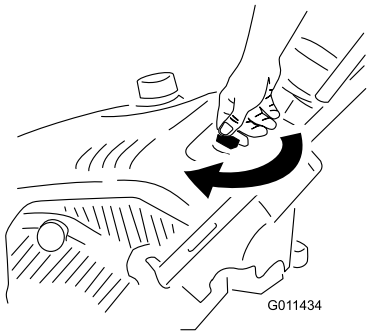

Rysunek 13
1. Przekręć kluczyk zapłonu w prawo w pozycję On (Rysunek 13).